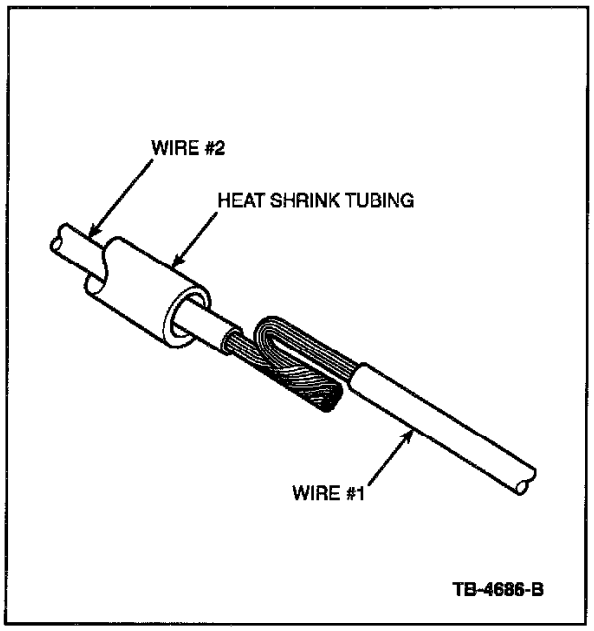

Figure 3
3. Form (bend) the circuit into a shape for sealing (Figure 3).